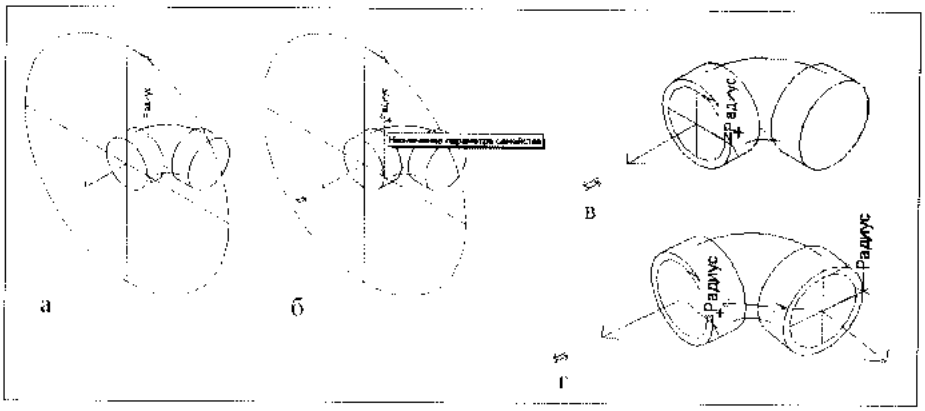

Рис. 39.29. *Добавление соединителей*
8. Добавить к фитингу соединители, позволяющие присоединять к нему трубы (рис. 39.29).